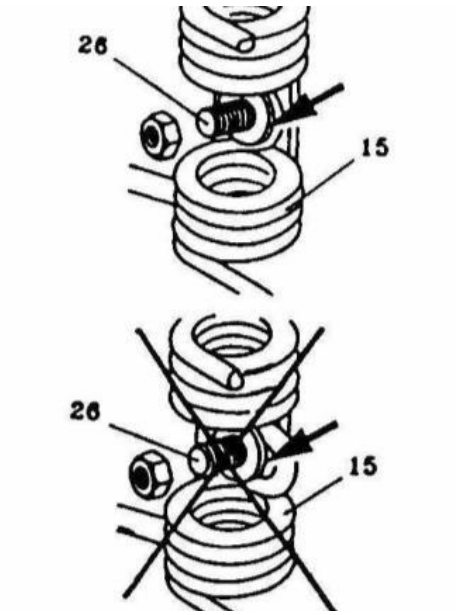

Fig.19
- Prestare particolare attenzione durante il fissaggio di denti (15) lenti o sostituiti. La flessione centrale del dente dovrebbe rimanere sulla vite 26 (fig. 19), perché quella è la corretta condizione di lavoro e di resistenza alle rotture.
- Pay special attention while fastening loosen or changed teeth 15. The central inflexion of the tooth should rest on the bolt 26 (Fig.19), because that is the condition of proper working and resistance to breaks.